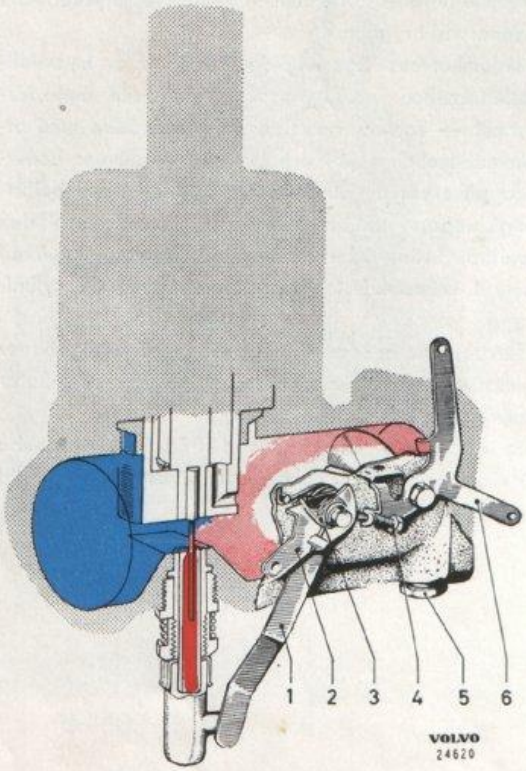

Bild 1-15. Förgasare, snabbtomgång
ändas nedåt och påverkar munstycket så att det tryckes ned. Dessutom påverkas snabbtomgångsskruven av kammen på hävarmen (2, bild 1-15) och gasspjället öppnas något.
Då chokereglaget drages ut påverkas även gasspjällen. Hävarmen (2, bild 1-15) är i ena ändan utformad till en kam vilken trycker på snabbtomgångsskruven (4) varigenom gasspjällen öppnas.